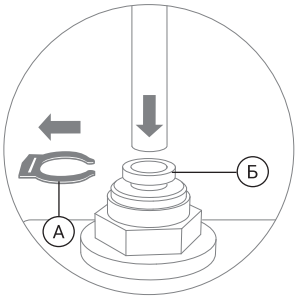

Рис. 3
1. Отсоедините стопорную клипсу (А), затем вставьте трубку до упора в фитинг, продев ее через цанговое кольцо (Б) (рис. 3). Для герметизации соединения приложите дополнительное усилие, при этом трубка утопится еще примерно на 3 мм и будет плотно обжата резиновым кольцом.